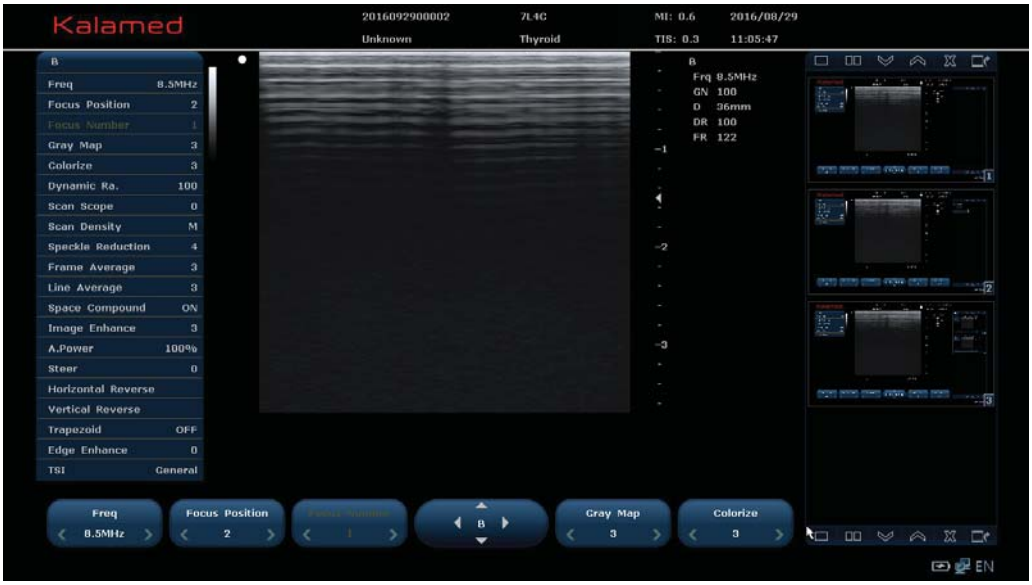

Figure 6-1 B Mode Image
1. Select the appropriate probe and exam type, and the system automatically enters the B mode, as shown in Figure 6-1.